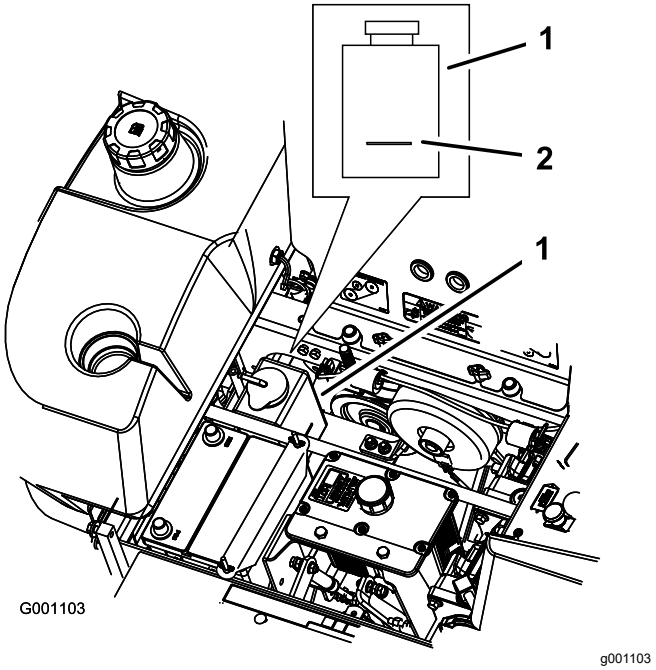

Figur 83
3. Kontrollera nivån i överströmningsbehållaren medan motorn är kall. Vätskan ska nå upp till utbuktningen på utsidan av överströmningsbehållaren (Figur 83).
4. Om kylvätskenivån är låg tillsätter du en 50/50-blandning av frostskyddsmedel med förlängd hållbarhet/Dex-Cool® och vatten i överströmningsbehållaren (Figur 83).
5. Tillsätt 50/50-blandningen till överströmningsbehållaren och fyll den upp till indikatorstrecket på behållaren (Figur 83).